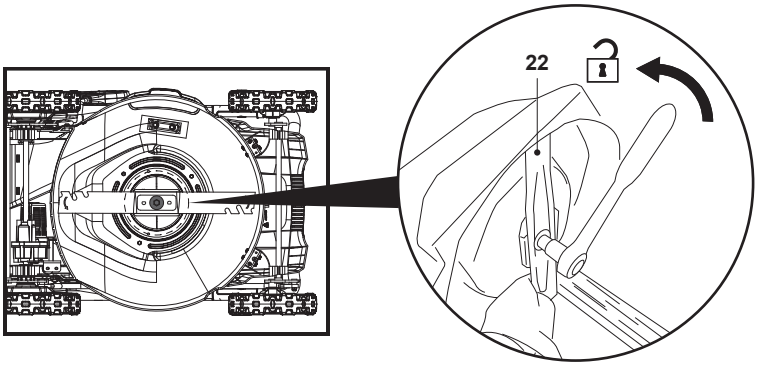

Fig. 22
NOTĂ: Dacă se utilizează o cheie de mână în locul uneia electrice de impact, trebuie împiedicată rotirea cuțitului (24) în timpul slăbirii șurubului. Poartă mănuși rezistente și prinde bine cuțitul. Dacă este necesar, utilizează o bucată de lemn de dimensiuni adecvate pentru a bloca rotirea cuțitului (fig. 22).